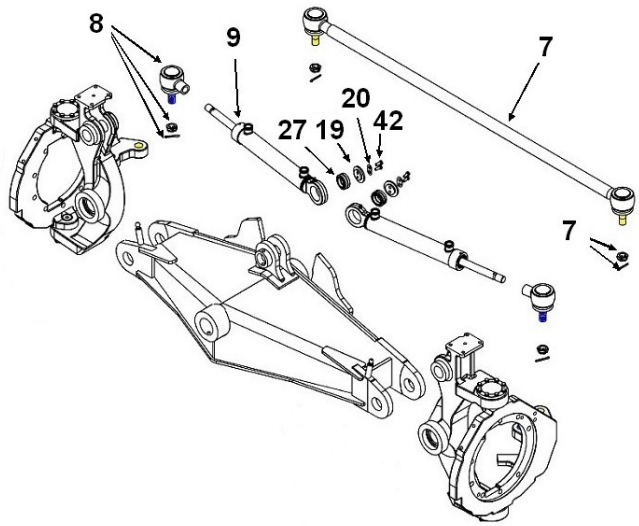

Figura 6
Conforme ilustrado na figura 6, separe, reserve e coloque a bucha radial item (27) qtd. 02 no reservatório de nitrogênio por 5 minutos.
Conforme ilustrado na figura 6, separadamente, instale as buchas radial item (27) qtd. 02 nas extremidades fechadas dos conjuntos do cilindros hidráulicos de direção item (9) qtd. 02 (uma para cada cilindro).
Conforme ilustrado na figura 6, instale o conjunto do cilindro hidráulico de direção item (9) qtd. 01 no eixo item (1), usando o disco item (19) qtd. 02, placa item (20) qtd. 02 e parafuso M8x20mm item (42) qtd. 04.
Conforme ilustrado na figura 6 e foto 11, instale as juntas esféricas item (8) qtd. 02 nos olhais lados das hastes dos conjuntos dos cilindros hidráulicos de direção item (9) qtd. 02.
Conforme ilustrado na figura 6 e foto 11, fixar as juntas esféricas item (8) qtd. 02 nos flanges lado direito e esquerdo RH e LH usando a porca e os componentes do pino incluso no próprio conjunto da junta esférica item (8).
Conforme ilustrado na figura 6, dobrar a extremidade da placa item (20) qtd 02 em linha diagonal travando a cabeça do parafuso item (42) qtd. 02.